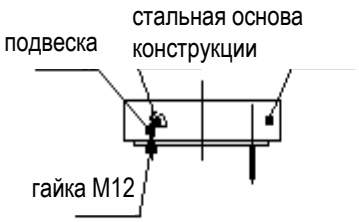

Рисунок 1. Установка базового блока
a. Пользователь может выбрать конструкцию в соответствии со структурными особенностями помещения, где будет использоваться изделие (см. рис. 1, рис. 2, рис. 3; габариты сборочной плиты указаны на рис. 4)